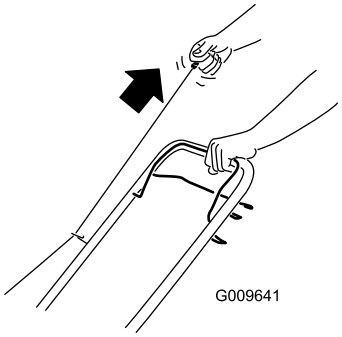

Figur 12
3. Dra i startsnörets handtag (Figur 12).